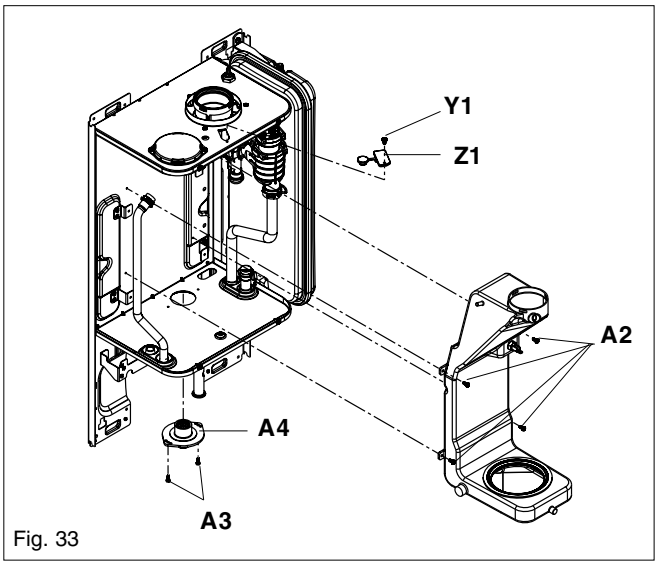

Fig. 33
6.20 FLUE COLLECTOR REMOVAL (fig. 33)
Isolate the appliance from the electrical supply and remove the appliance casing as described in 4.7.1. Set the flue gas analyser to read CO_2 and insert the probe into the flue analysis test point (**Y1-Z1** fig. 33). Restore the electrical supply to the boiler and switch the boiler to the OFF mode.
- Insert the flue gas analyser probe into the flue gas test point (see fig. 33).